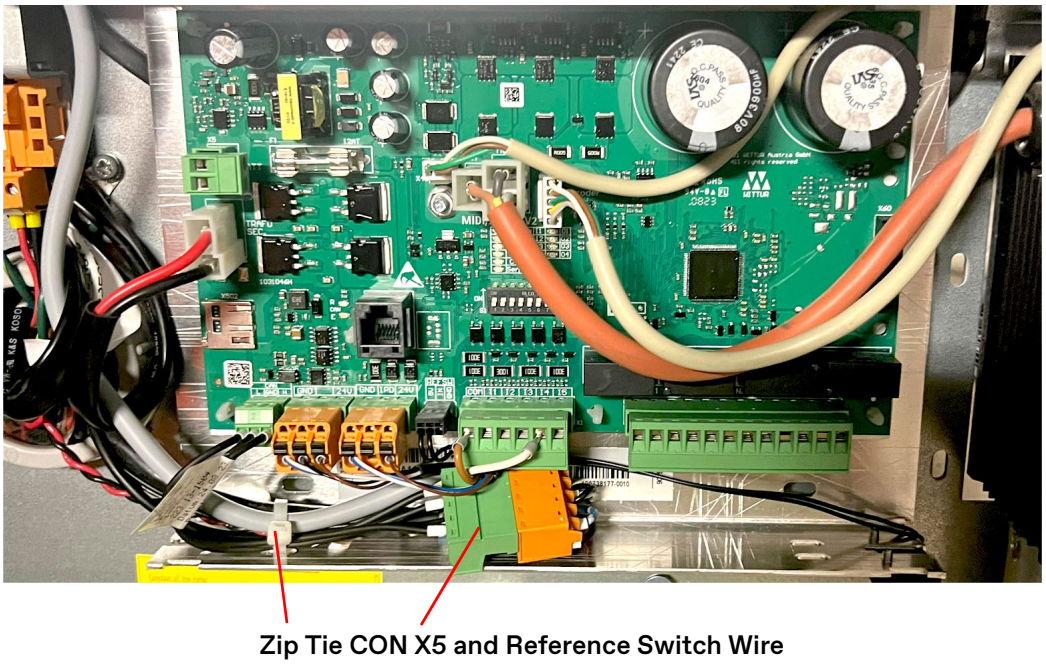

Figure 13 - Wiring Installation
8. Zip tie CON X5 and the reference switch wire to the door board assembly. See Figure 13.